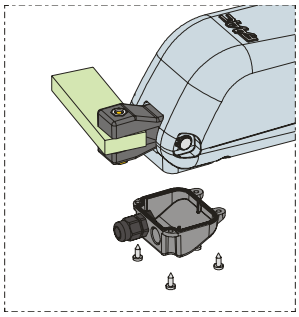

Abb. 16
4) Den Deckel mit den vier mitgelieferten Schrauben verschließen, Abb. 16.